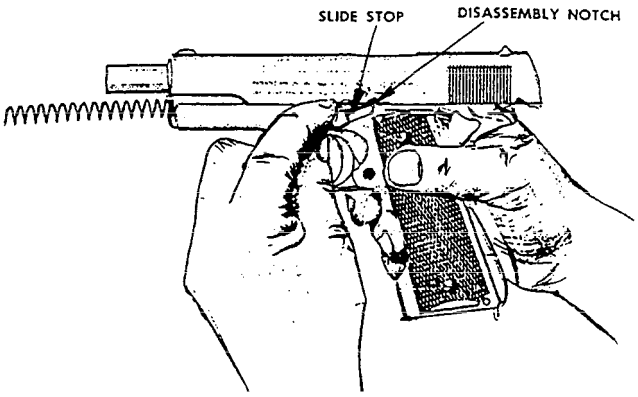
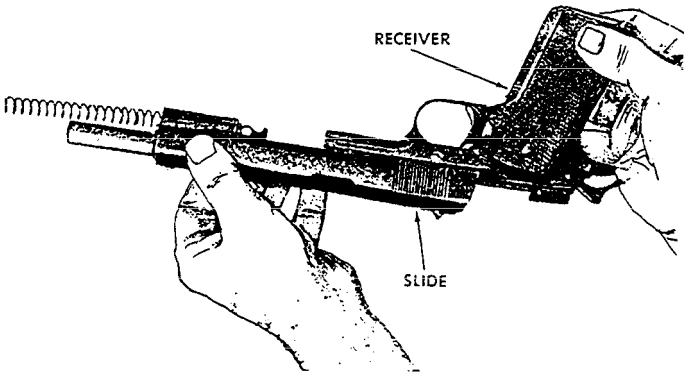
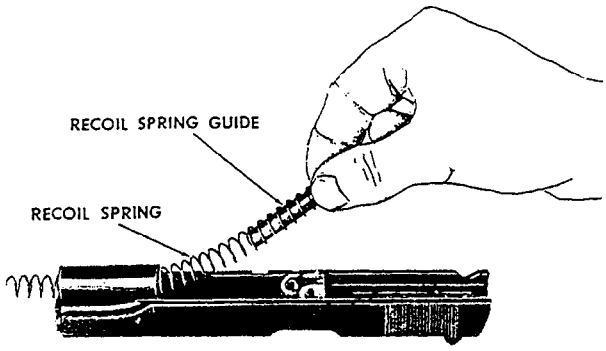

Figure 3-32.—Sllide stop removal.
Figure 3-33.—Separating the receiver from the slide by pulling the receiver rearward.
Figure 3-34.—Recoil spring guide and recoil spring removal.
3. Press the thumb safety lock downward to the FIRE position. Push the slide to the rear until the disassembly notch, as shown in figure 3-32, is aligned with the rear projection on the slide stop. Press the protruding end of tie slide stop, and then pull out the slide stop.
4. Pull the receiver rearward to separate it from the slide, as shown in figure 3-33.
5. Remove the recoil spring guide and recoil spring, as shown in figure 3-34. Separate the two parts with a twisting action.
3. RECOIL SPRING AND RECOIL SPRING GUIDE. Insert the recoil spring guide into the tightest end of the recoil spring. Replace these parts in the slide. (See fig. 3-34.) Be sure the concave cut on the recoil spring guide collar is properly seated in the barrel. Push the barrel, recoil spring, and recoil spring guide frilly forward in the slide, ensuring that the barrel link is positioned forward and rests against the hole in the recoil spring guide. (See fig. 3-33.)
4. ASSEMBLING THE RECEIVER GROUP TO THE SLIDE GROUP. Hold the slide with the sights down in the palm of one hand. Invert the receiver (the safety lock must be in the FIRE position) and engage the guide rails of the receiver in the grooves of the slide. (See fig. 3-33.) Push the receiver all the way forward on the slide with a quick motion.
5. SLIDE STOP. Hold the pistol as shown in figure 3-33. Look through the slide stop pinhole in the receiver for alignment of this hole with the hole in the barrel link If the holes are not aligned, move the muzzle end of the barrel forward or rearward to align them. Insert the slide stop pin into the holes. Move the slide forward until the disassembly notch is over the square hole in the left side of the receiver. (See fig. 3-32.) Press the slide stop up and in to seat it fully. In some cases, a punch may be required to depress the slide stop plunger in order to seat the slide stop fully.